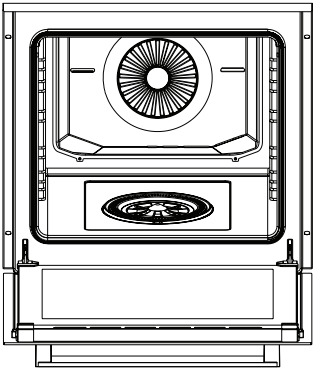
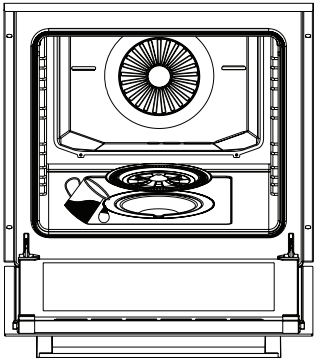
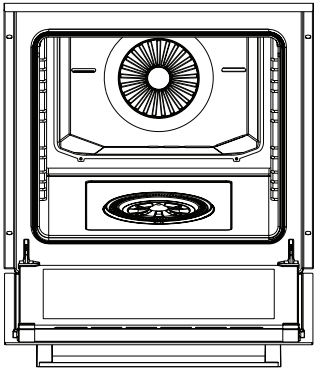

Figure 21
Figure 22
Figure 23
**2.** Open the cover of the appliance (See figure 21). Remove the water tank cover and fill the tank (See figure 22). Then, close the water tank cover (See figure 23). Close the cover of the appliance and preheat it for 10 minutes. After preheating, you can place the food in the appliance.